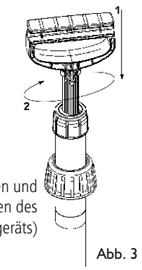

Abb. 3
7. Blockieren Sie den Handgriff des Kolbens in der Pumpe durch Eindrücken und Linksdrehung um 90° (Transportstellung) – siehe Abb. 3.
Im Handgriff der Lanze wird der Filter R40 verwendet, der einem Verstopfen der Düsen vorbeugt. Der Tank ist mit dem Sicherheitsventil R03d gegen zu starkes Aufpumpen geschützt. Der Handgriff der Pumpe kann (im blockierten Zustand) als Tragegriff für das Sprühgerät verwendet werden – siehe Abb. 3. Alle von Marolex hergestellten Lanzen sind gegeneinander austauschbar (gleiches Gewinde im Dosierventil). Die Lanzen ermöglichen die Verwendung zusätzlicher Verlängerungen der Firma Marolex, die in den Längen 60 und 100 cm produziert werden. In Marolex-Sprühgeräte passen Kegeldüsen, Deflektordüsen, Flachstrahldüsen sowie Düsen mit verstellbarem Strahlwinkel. Alle Lanzentypen von Marolex sind so konstruiert, dass auch Düsen anderer weltweit tätiger Hersteller verwendet werden können.